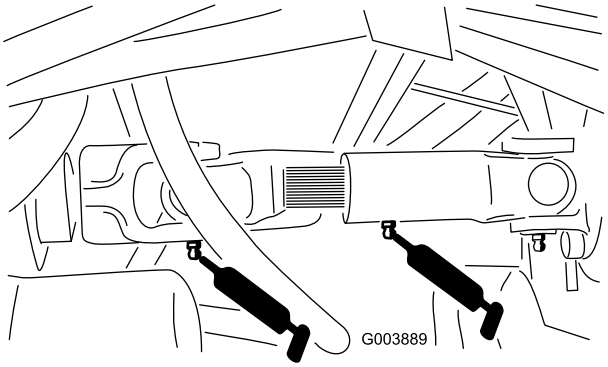

Figur 42
- Tre nipler på motordrivakselen (Figur 42)